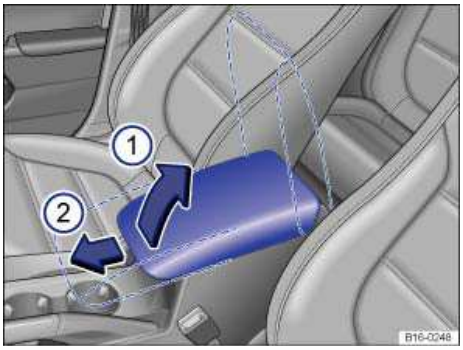

Fig. 42 Front center armrest.
To *raise* the center armrest, push the release button, pull the armrest up, and latch upward in the direction of the arrow ⇒ fig. 42 (1).